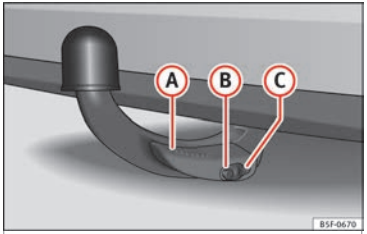

Fig. 185 Detachable ball properly attached.
- Lever (A) ›› Fig. 185 is fully raised.
- The release bolt (B) ›› Fig. 185 is sticking fully out (the red and green part is visible).
- Cover (C) ›› Fig. 185 is placed over the lock.